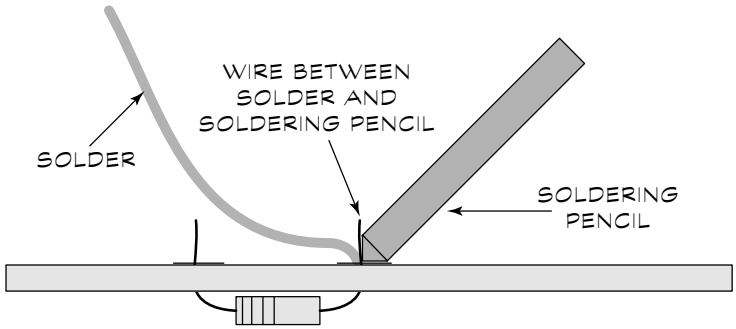

Figure 8-5: Apply heat to the parts you're soldering, *not* to the solder! This leads to a better solder joint.
- **Always apply the heat of the tip to the item that you're working on, not to the solder.** If you're soldering a wire into the hole of a circuit board, for example, touch the tip to both the wire and the pad, like the tip in Figure 8-5. Wait a few seconds and then apply solder to the heated area. Immediately remove the heated tip after the solder flows.